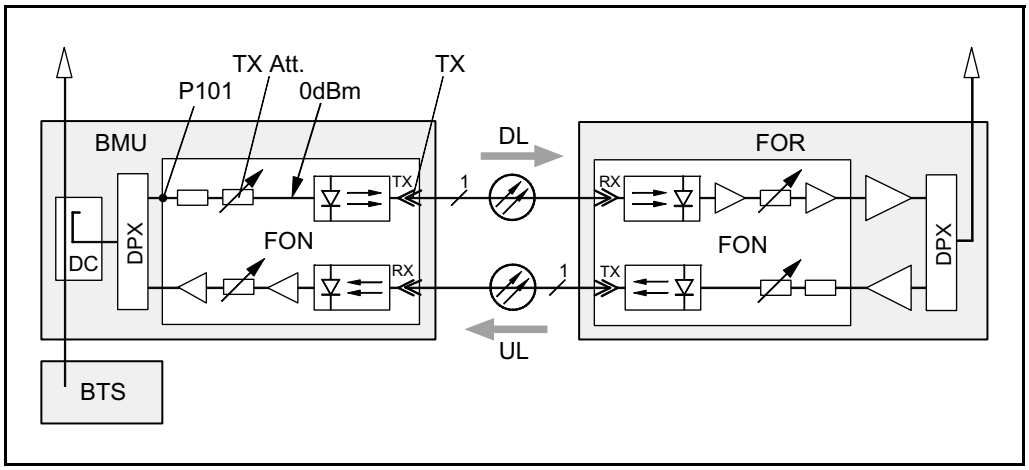

Figure 6-1. Master unit downlink path
Figure 6-1 shows a fiber optic system in a BMU and a FOR. These units are also used as examples in the instruction.
2. Measure the downlink input RF signal power (from the BTS) at the FON board connector ’P101’ in Figure 6-1 (or at the OCM/BMU 19" rack) using a spectrum analyzer.